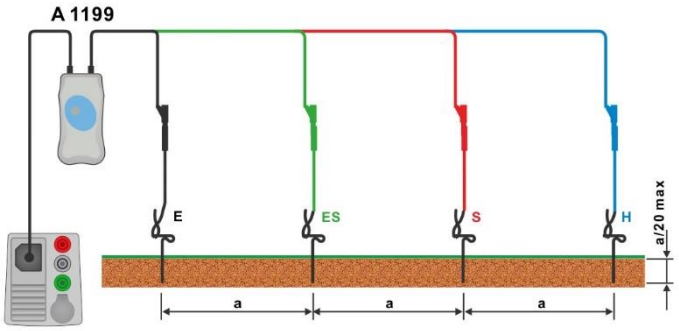

Figure 7.96: Specific earth resistance measurement
- Connect test leads to earth probes, see ***Figure 7.96***.